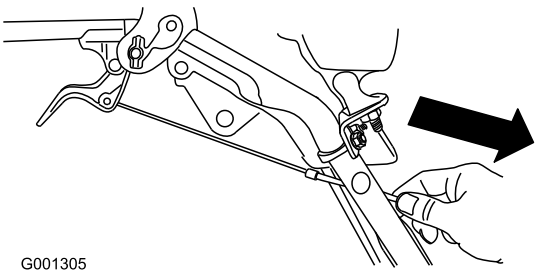

**Figure 8**
1. Cable clamp (2)
4. Pull the cable jacket down gently until the wheel clutch lever is down and the slack is out of the cable, then tighten the cable clamp nut securely (Figure 8).